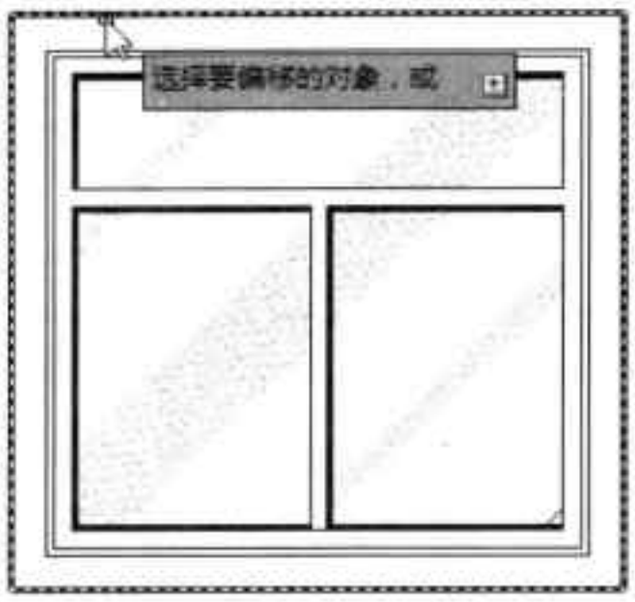

图6-20 选择偏移好的边线
Step 03 再次执行“偏移”命令，将偏移距离设为 20，然后选中刚刚偏移好的窗户边线，如图 6-20 所示。